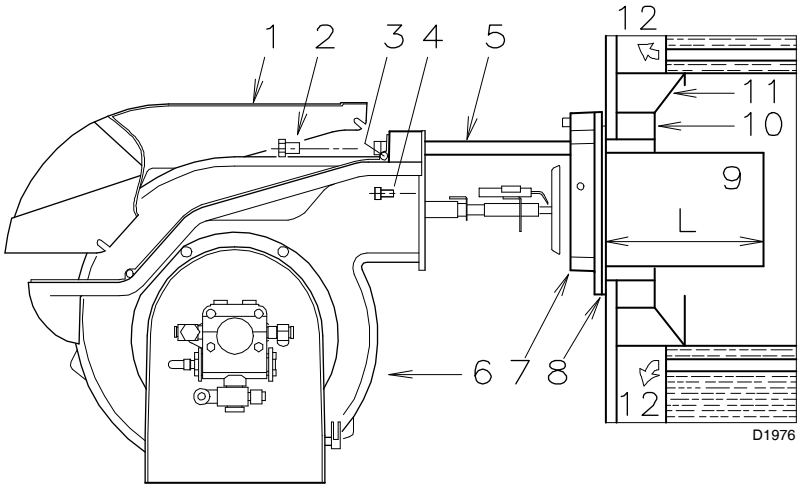

Fig. 8
For boilers having a water-cooled front the refractory fettling 10)-11) (Fig. 8) is not required unless it is expressly requested by the boiler manufacturer.
Secure flange 7) (Fig. 8) to the boiler plate interposing the supplied gasket 8) (Fig. 8). Use the 4 screws provided after having protected the thread with antiscruffing products.
– Retract the burner on its slide bars as shown in (Fig. 8, page 12).